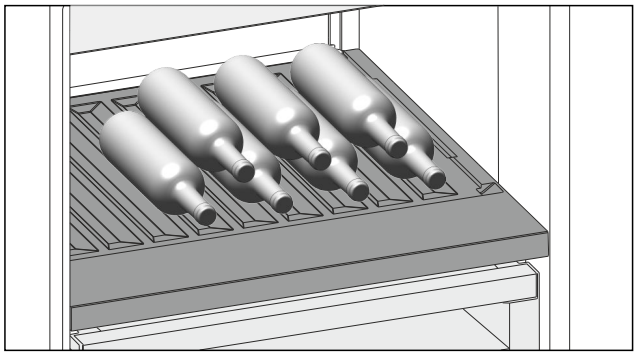

Fig. 185 Reprezentare exemplificatoare
▶ Introduceți sticlele cu fundul în spate, către peretele posterior. (vezi Fig. 185)